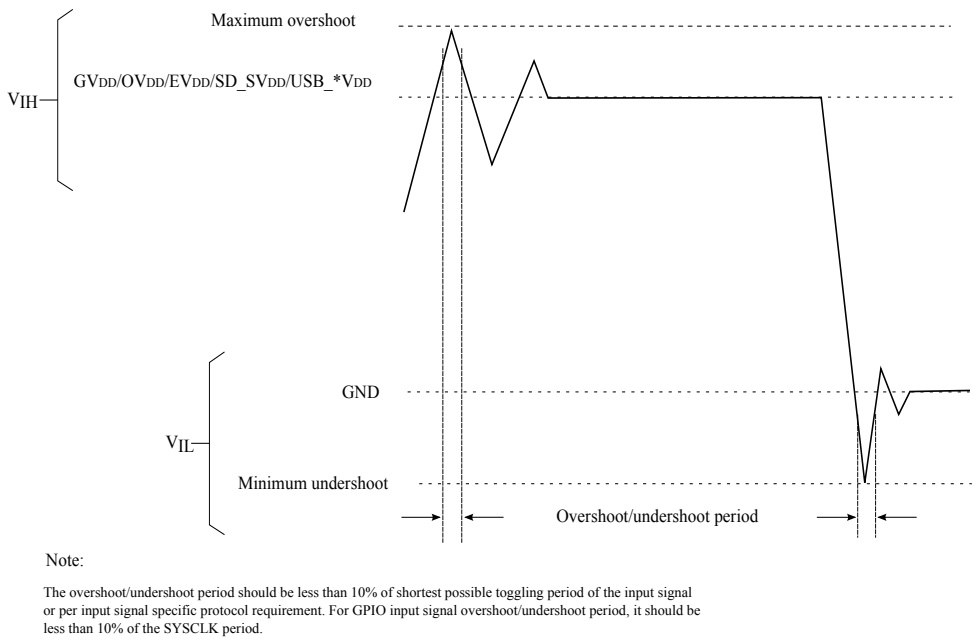

Figure 9. Overshoot/undershoot voltage for $GV_{DD}/OV_{DD}/EV_{DD}/SD_SV_{DD}/USB_HV_{DD}/USB_SV_{DD}$
2. Operation at 0.88V is allowable for up to 25 ms at initial power on. 3. Voltage ID (VID) operating range is between 0.775 V to 0.85 V. It is highly recommended to select a PMBus style regulator with a V_{out} range of at least 0.7 V to 0.9 V, with resolution of 12.5 mV or better. 4. AV_{DD}, AV_{DD}_D1, and AV_{DD}_D2 are measured at the input to the filter and not at the pin of the device. 5. TA_PROG_SFP must be supplied 1.8V and the chip must operate in the specified fuse programming temperature range only during secure boot fuse programming. For all other operating conditions, PROG_SFP must be tied to GND, subject to the power sequencing constraints shown in Power Sequencing. 6. See Figure 9.